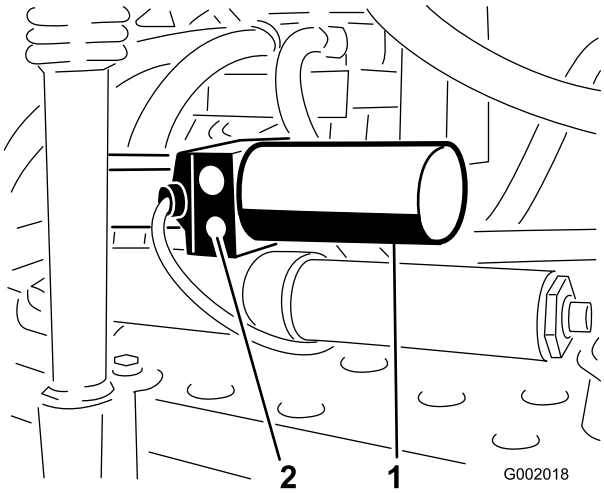

Figure 59
1. Locate the manual relief valve on the actuator for each boom. The manual relief valve is the smaller valve and is only on one side of the actuator body (Figure 59).